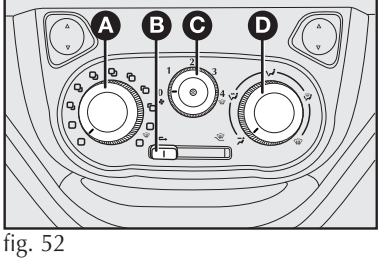

fig. 52
COMANDOS - fig. 52
1) Seletor para a temperatura do ar **A-fig. 52** totalmente posicionado à esquerda.
2) Seletor do ventilador **C-fig. 52** posicionado na velocidade máxima.
3) Seletor de distribuição do ar **D--fig. 52** apontado para ; controlar para que todas as saídas de ar estejam totalmente abertas.
4) Ligar o ar-condicionado apertando o seletor a partir da posição 1 **C-fig. 52** (a luz-espia no seletor irá acender).
O ar-condicionado é muito útil para acelerar o desembaçamento, pois desumidifica o ar. É suficiente regular os comandos para a função de desembaçamento e ativar o condicionador, apertando o seletor **C-fig. 52**.
1) Condicionador de ar ligado: seletor **C-fig. 52**.